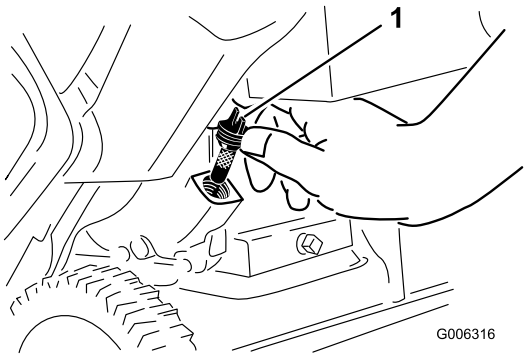

Figur 30
6. Rengjør rundt oljelokket (Figur 30).
7. Ta av oljelokket og fjern det (Figur 30).